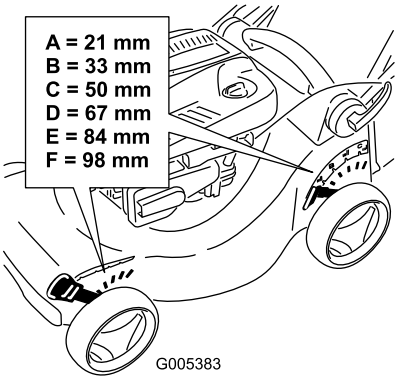

**Figur 11**
**Bemærk:** Plæneklipperen hæves ved at flytte de 2 klippehøjdehåndtag fremad. Plæneklipperen sænkes ved at flytte dem begge bagud (Figur 11).